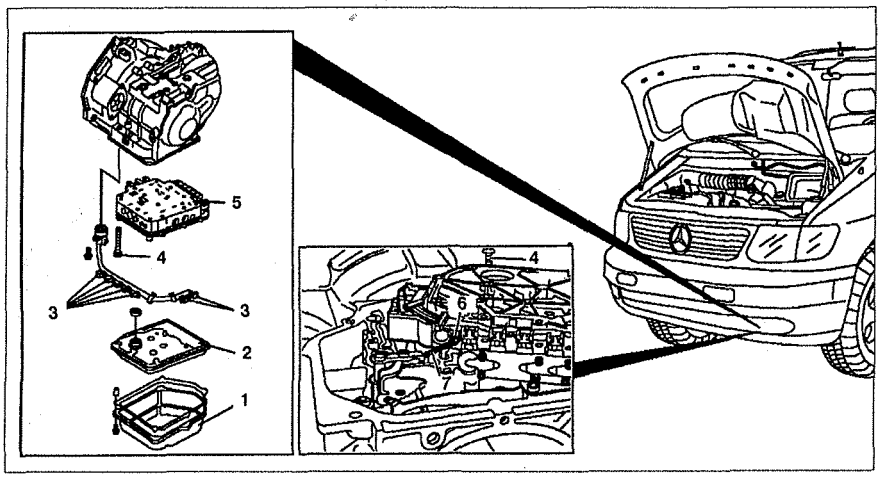

Рис. 6.60. Электрогидравлический блок управления (автомобили с двигателем 104.900):
1. Снимите поддон **1** (см.рис. 6.60).